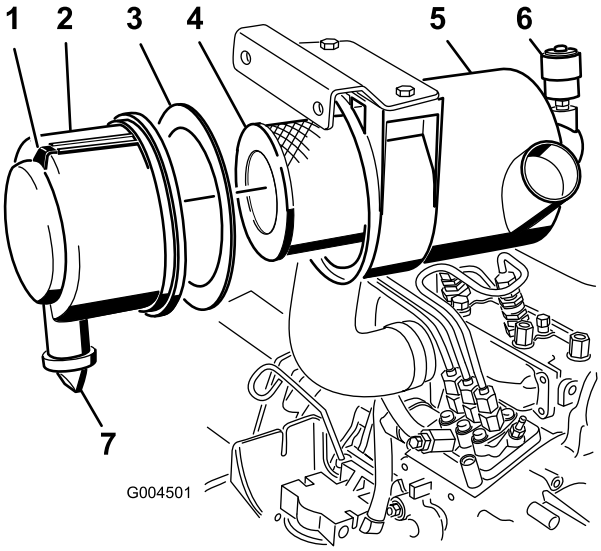

Figuur 34
3. Geef het luchtfilter een onderhoudsbeurt wanneer de luchtfilterindicator rood is, of om de 400 uur (vaker in uiterst stoffige of vuile omstandigheden (Figuur 34).